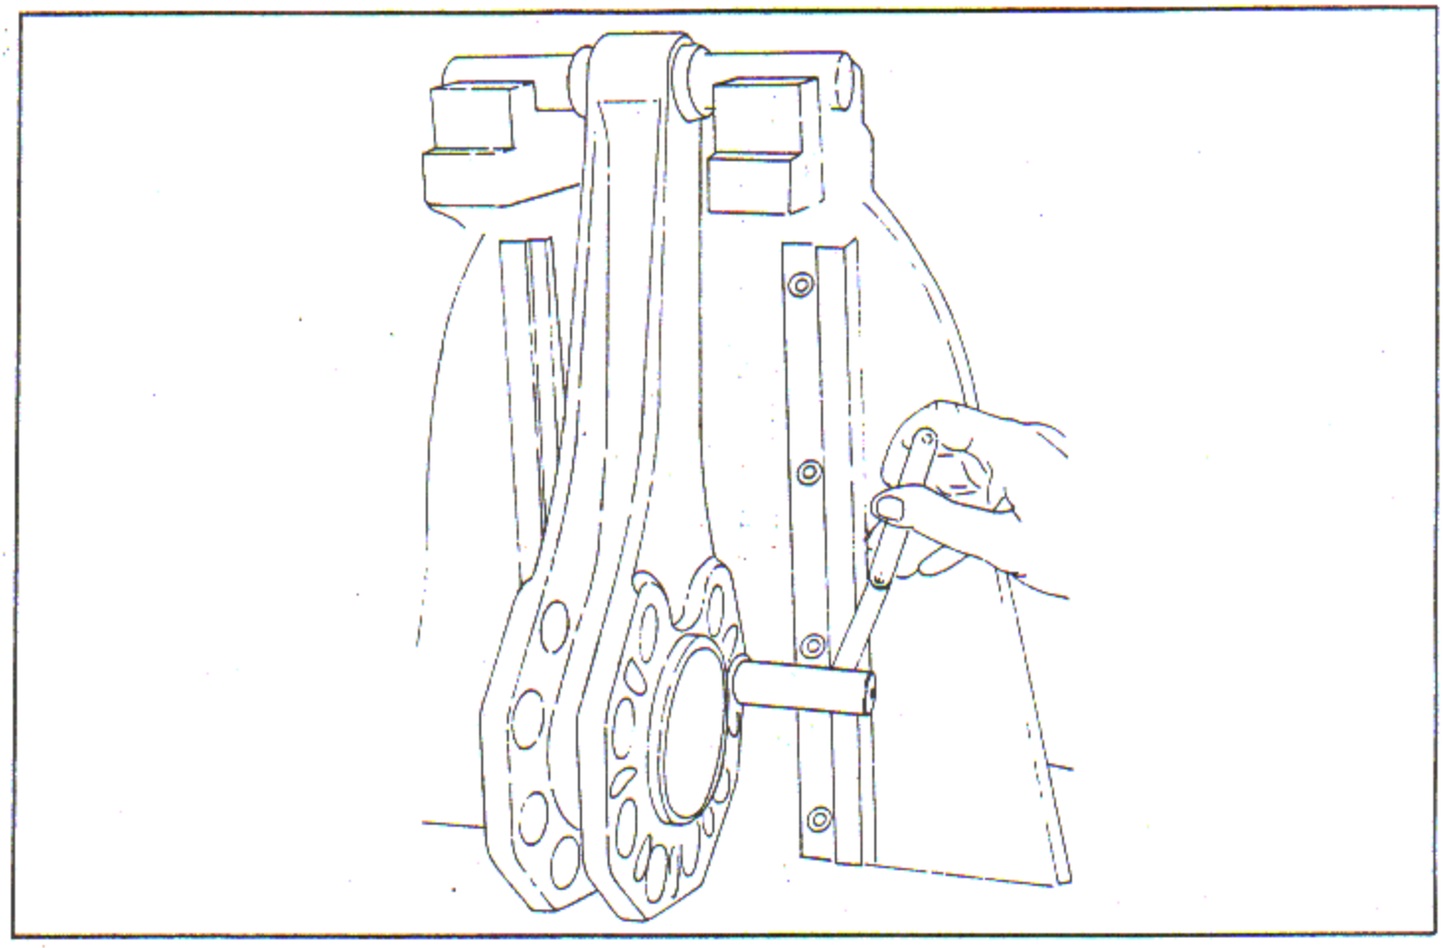

Figure 6-8. Checking Master Rod Vertical Alignment
a. With one end of the bar making contact with the stand, check the clearance between the other end of the bar and the other side rail. Use a feeler gage as shown in figure 6-8.